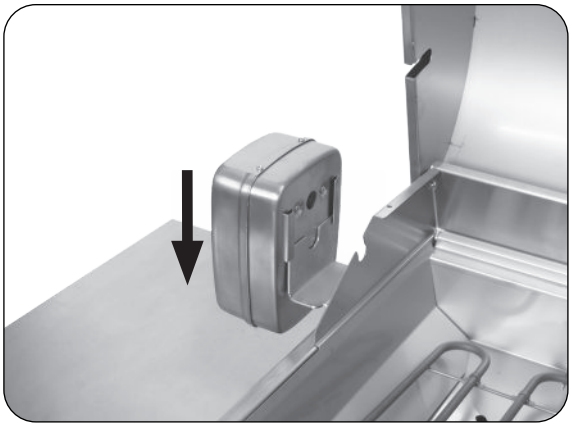

**Fig. 18-3** Install rotisserie motor
3. Slide the rotisserie motor fully onto the motor bracket located on the left side of the grill (Fig. 18-3).